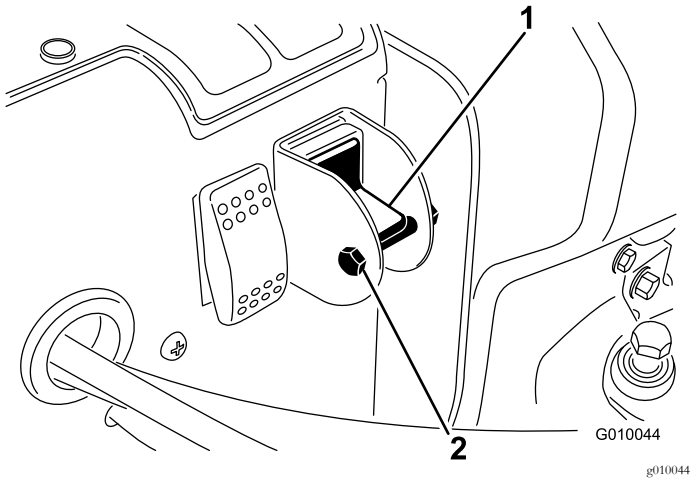

Figur 29
4. Lossa låsbulten och muttern från väljarreglaget (Figur 29).